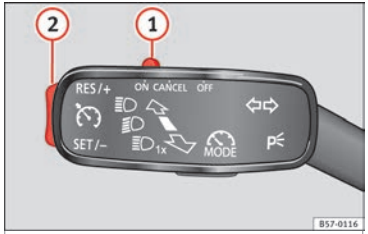

Fig. 49 On the left of the steering column: switches and controls for operating the CCS
- Switching on the CCS: Move switch ››› Fig. 49 ① to **ON**. The system is on. If no speed has been programmed, the system will not control it.
- Activating the CCS: Press button ››› Fig. 49 ② in the **SET/–** area. The current speed is memorised and controlled.
- Temporarily switching off the CCS: Move switch ››› Fig. 49 ① to **CANCEL** or push the brake. The cruise control system is switched off temporarily.
- Reactivating the CCS: Press button ››› Fig. 49 ② in **RES/+**. The memorised speed is saved and controlled again.
- Increasing stored speed during CCS regulation: press button ② in **RES/+**. The vehicle accelerates until the new stored speed.
- Reducing stored speed during CCS regulation: press button ② in **SET/–** to lower the speed by 1 km/h (1 mph). Speed is reduced until reaching the new stored speed.
- Switching off the CCS: Move switch ››› Fig. 49 ① to **OFF**. The system is disconnected and the memorised speed is deleted.